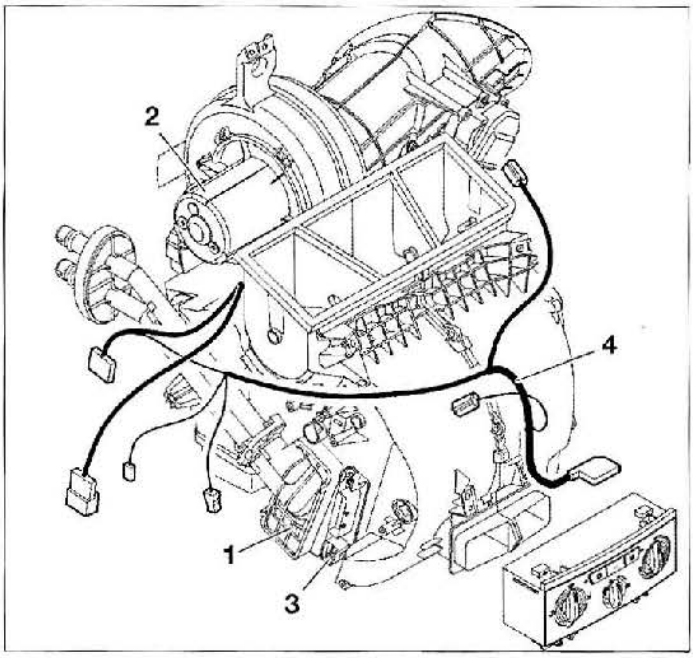

FIG. 25
- el radiador de habitáculo (1) **(fig. 25).**
- el ventilador de habitáculo (2).
- según equipo, la resistencia adicional térmica (3).